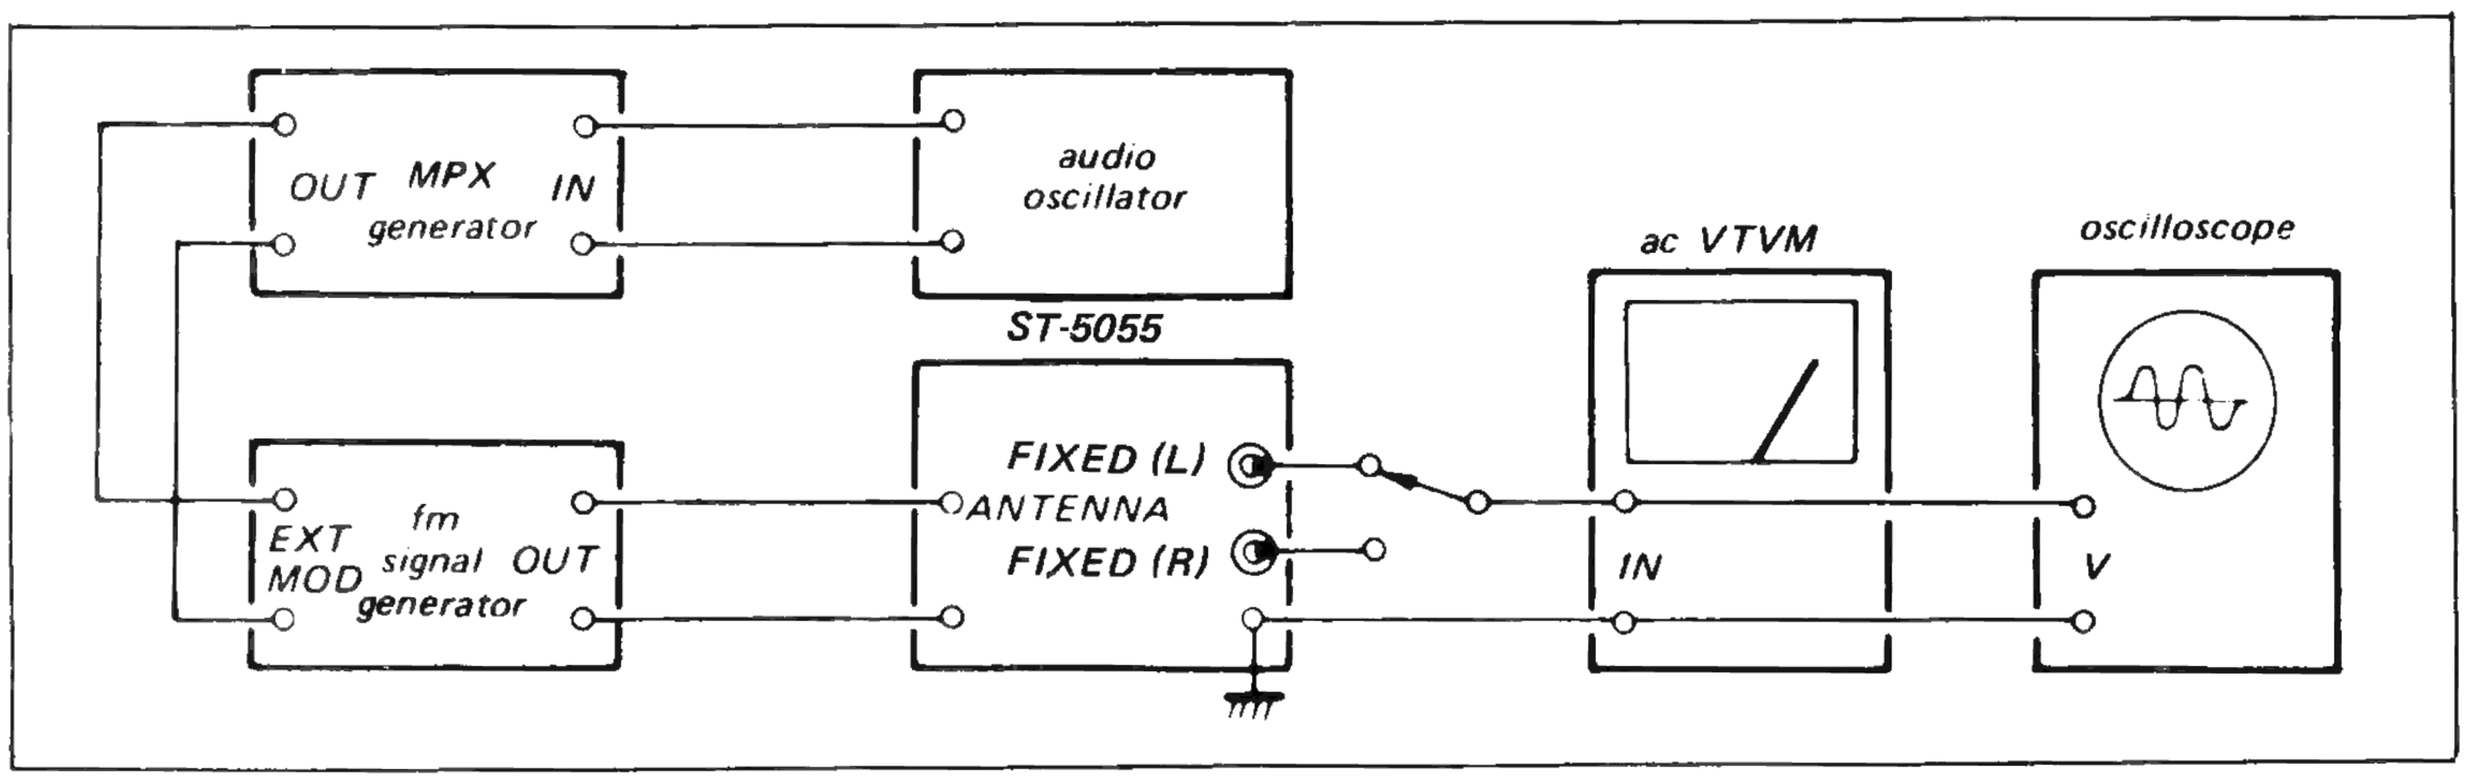

Fig. 3-7. Fm stereo separation adjustment test setup
1. Connect the equipment as shown in Fig. 3-7. Set the fm signal-generator control as follows:
(a) With the equipment connected as shown in Fig. 3-7, set the MPX stereo generator controls as follows.